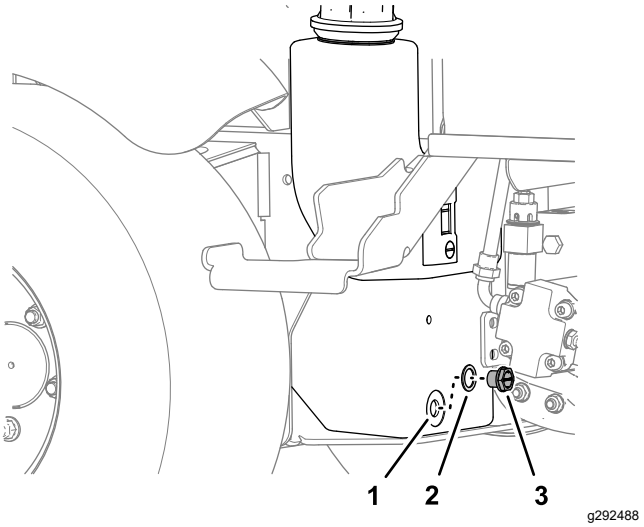

Figur 72
3. Justera ett avtappningskärl under hydraultanken, ta bort tankens avtappningsplugg och töm ut all hydraulvätska (Figur 72).